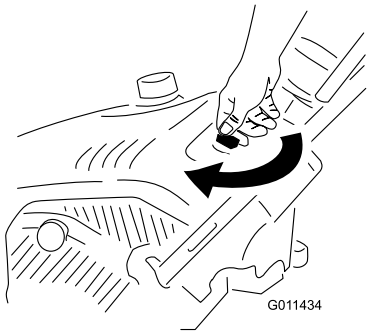

Figur 13
1. Vrid tändningsnyckeln medsols till det påslagna läget (Figur 13).